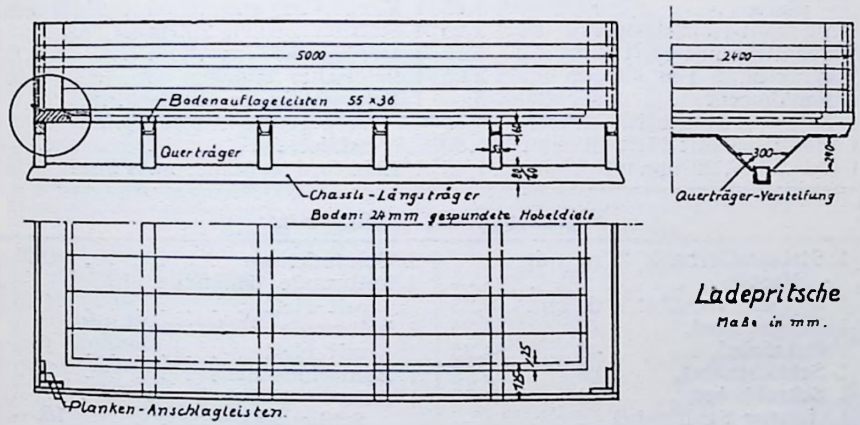

Abb. 63.
9. Fertige die Holzliste für eine Ladepritsche Abb. 63! Pritschenteile je nach Gegend Deutschlands aus Rotbuche, Rüster, Esche, Eiche. Kasten aus 24 mm fichtener Hobeldiele. 15% Verschnitt. Maße entnimm der Zeichnung! Es sind vorhanden 2 Chassislängsträger, 6 Querträgerversteifungen, 6 Querträger, 2 Längsschweller, 2 Querschweller, 4 Bodenauflageleisten; 1 Boden 480 cm × 220 cm, 2 Seitenplanken 500 cm × 60 cm, 1 Vorderwand- und 1 Rückwandplanke 240 cm × 60 cm, 8 Stück Plankenanschlagleisten 60 cm × 10 cm.